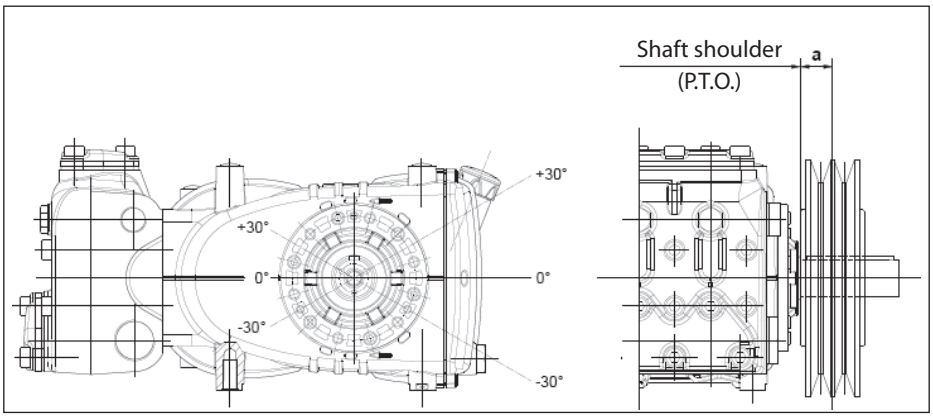

Fig. 10
The radial load on the shaft must not exceed 3000 N (value necessary for Layout definition). The transmission is considered adequate if the load is applied to a maximum distance **a=30 mm** from the shaft shoulder (P.T.O) as shown in Fig. 10.
b) Use high performance belts – for example **XPB** instead of **SPB** – as a lower quantity of belts for the same transmitted power may be necessary and a consequent shorter resulting distance compared to the shaft shoulder (P.T.O) "a" of Fig. 10.
e) Follow the direction of the belt pull as shown in Fig. 10 for other needs, contact our ***Technical*** or ***Customer Service Departments***.